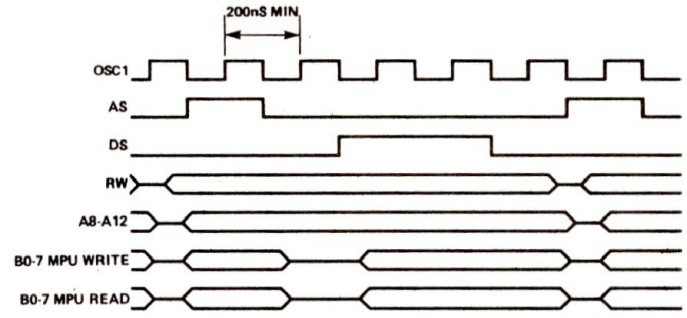

Figura 2. Diagramma di temporizzazione del chip 146805.
Per ciascun ciclo di bus si utilizzano cinque periodi di clock; le relative temporizzazioni sono tracciate in Figura 2. Per risparmiare piedini, le linee di indirizzamento da 0 a 7 sono in multiplex con il bus dei dati. Il fronte discendente dello strobe di indirizzamento (AS) memorizza temporaneamente in un latch l'indirizzo durante la prima parte del ciclo, lasciando l'ultima parte disponibile per i dati. I dati possono essere inseriti sul bus quando lo strobe dei dati (DS) è a livello alto e viene temporaneamente memorizzato dal dispositivo ricevente in corrispondenza al suo fronte di discesa.